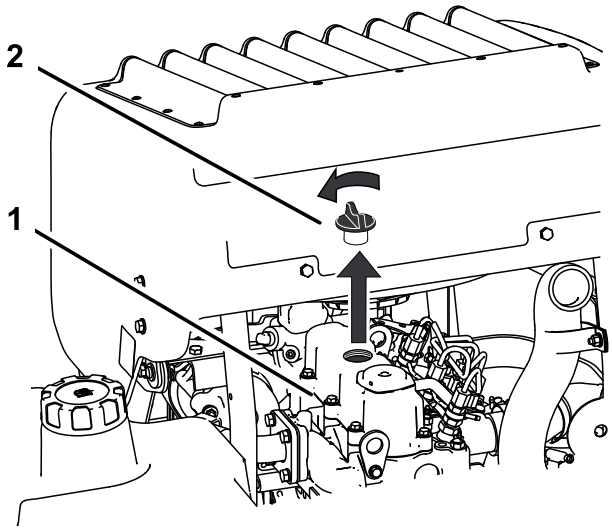

**Figur 38**
6. Fjern oliepåfyldningsdækslet fra toppen af motoren (Figur 38). Det hjælper olien med at løbe ud.
2. Fjern oliepåfyldningsdækslet og målepinden (Figur 38).